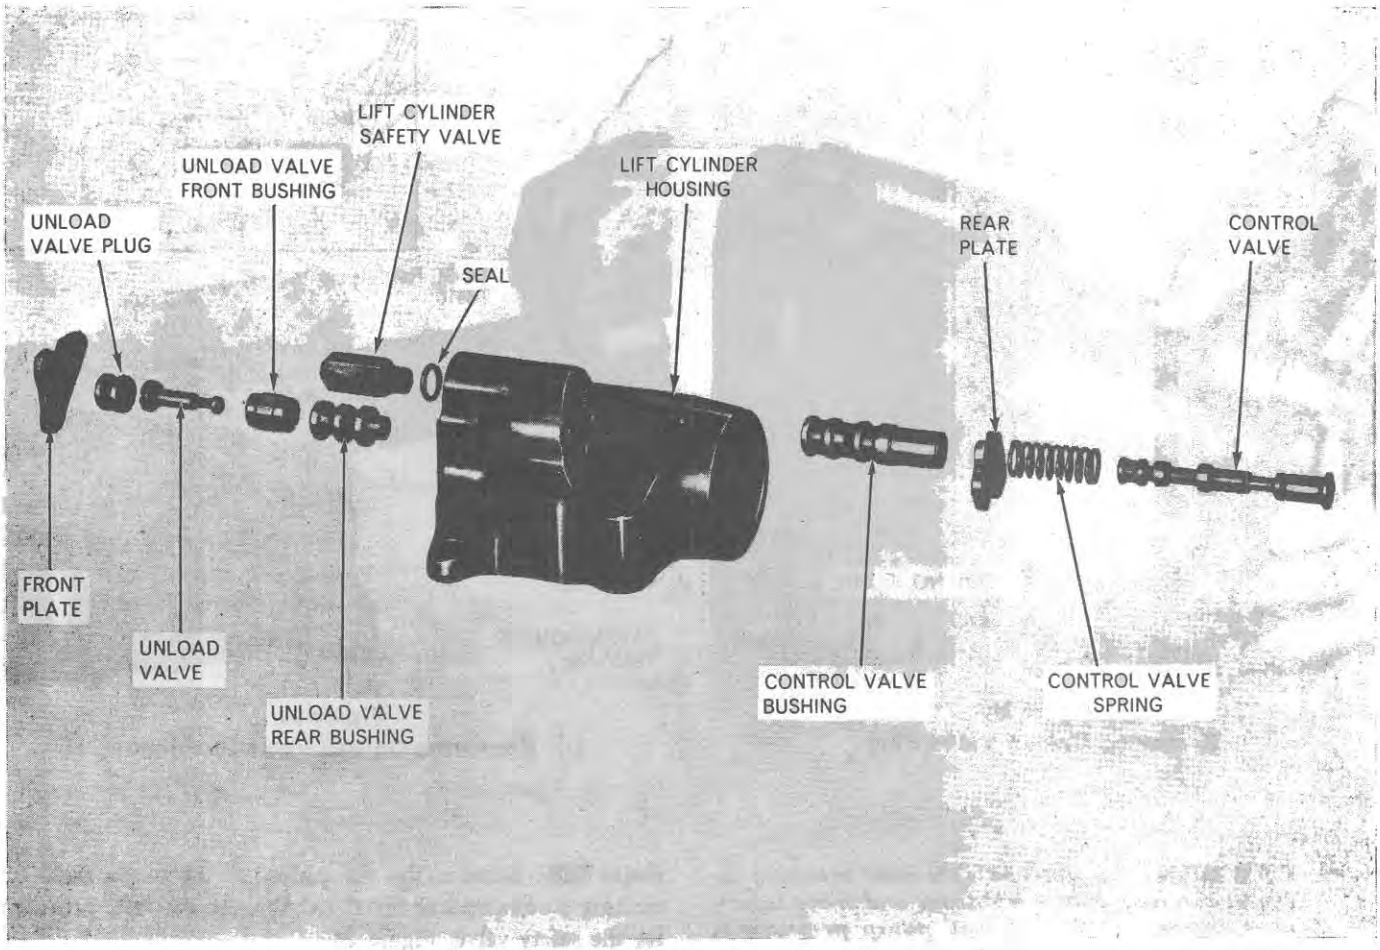

Figure 20
An exploded view of the lift cylinder assembly is shown in Figure 20.
5. Remove the three bolts securing the front cover plate, Figure 20, to the lift cylinder and remove the plate.